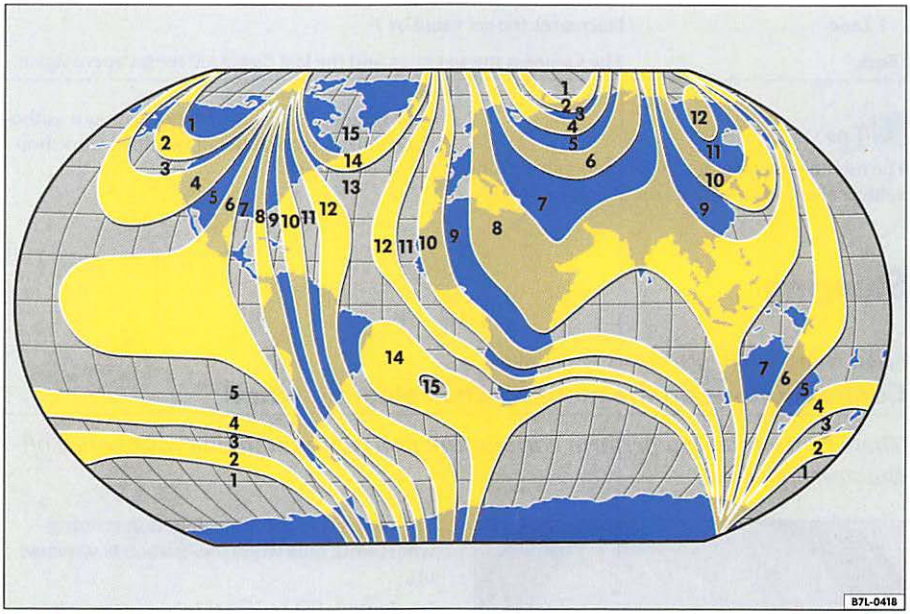

Fig. 20 World wide compass zone
– Find your current location and variance zone ⇒ fig. 20.